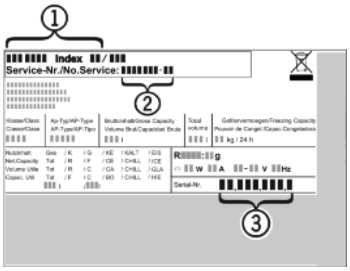

Fig. 3
▶ Relever la désignation de l'appareil *Fig. 3 (1)*, le n° de service *Fig. 3 (2)* et le n° de série *Fig. 3 (3)* sur la plaquette signalétique. Cette plaquette se trouve sur la paroi intérieure gauche de l'appareil.
▶ Informer le S.A.V. et lui communiquer la panne, la désignation de l'appareil *Fig. 3 (1)*, le n° de service *Fig. 3 (2)* et le n° de série *Fig. 3 (3)*.